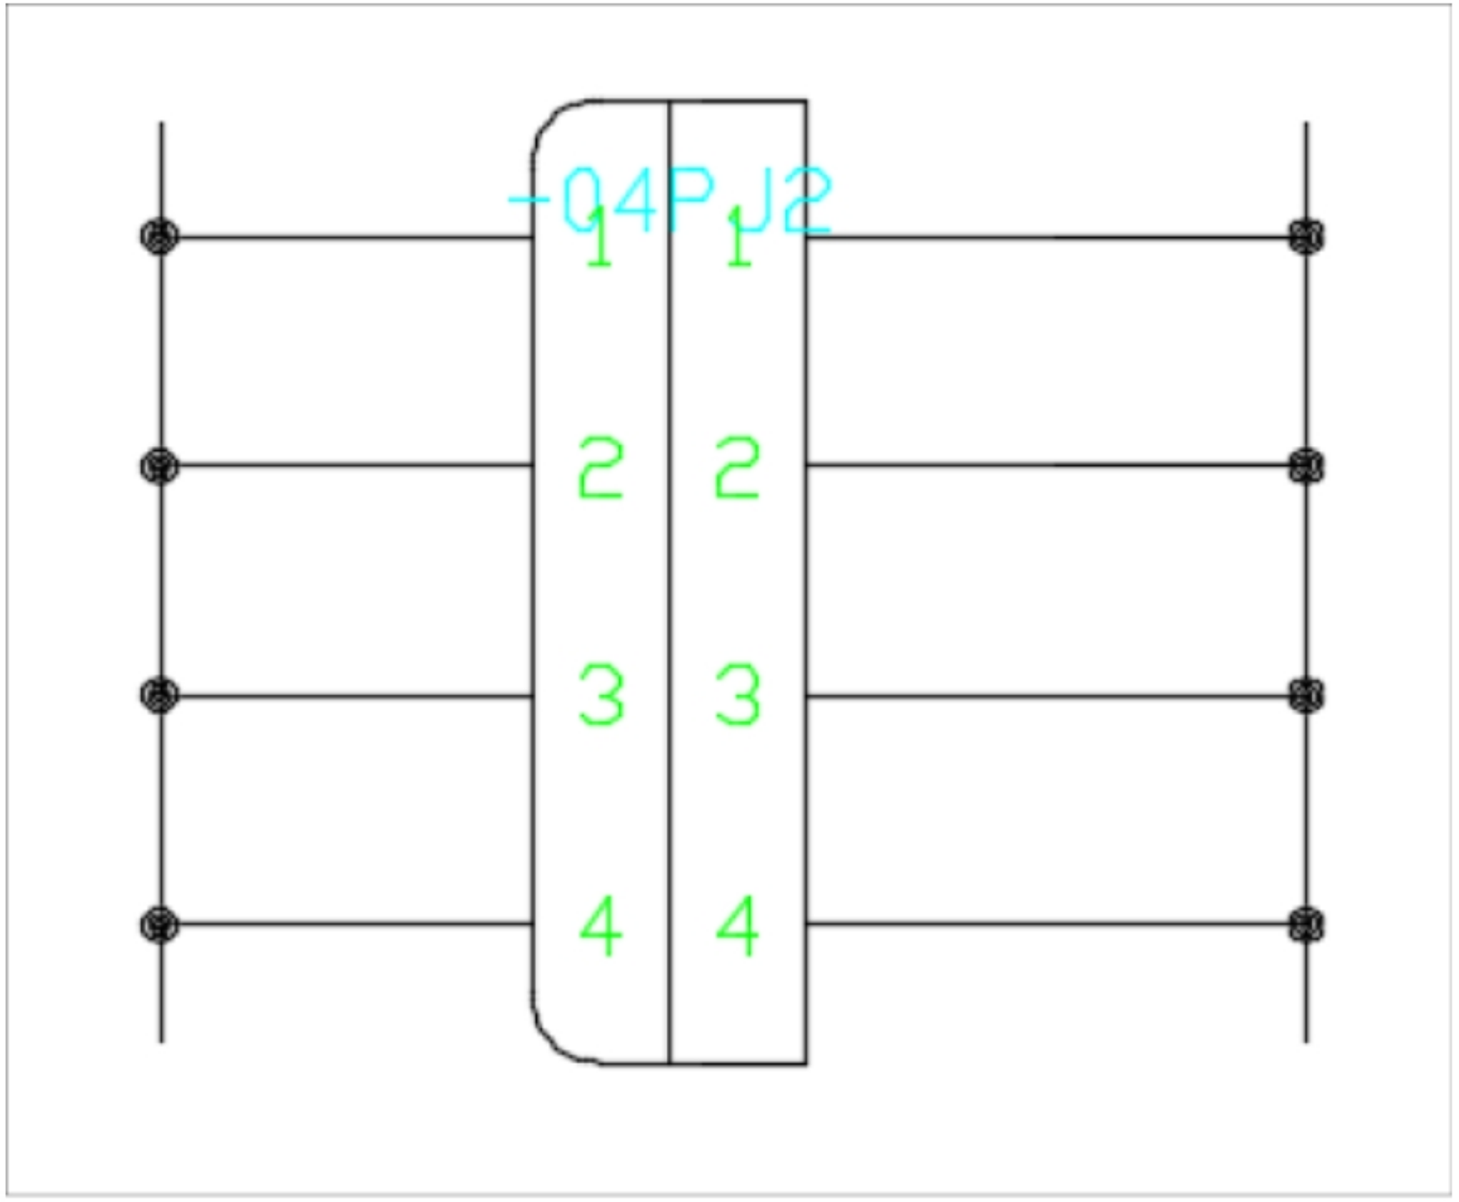

Figure-38. After increasing size of annotations
- After increasing the size of annotations, the drawing will be displayed as shown in Figure-38.